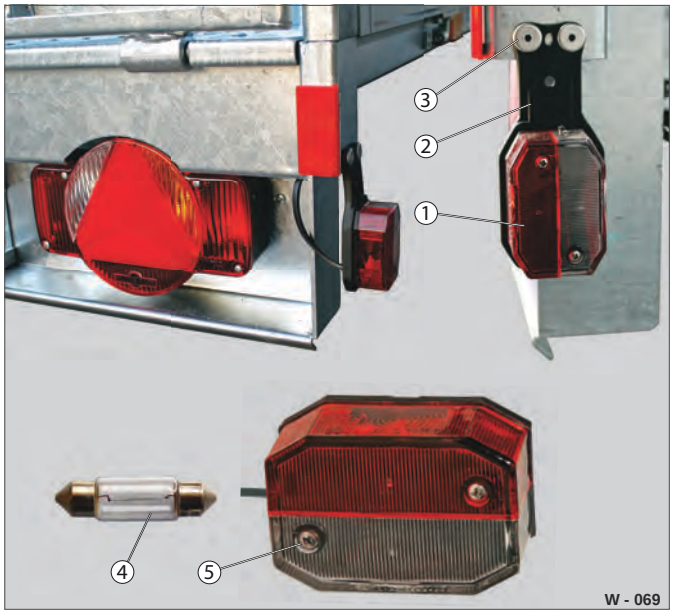

Fig. 71 Konturlygte / lampe på siden bagest
▶ Løsn skruerne (Fig. 71 /5) og fjern afdækningsglasset (Fig. 71 /1).
▶ Udskift pinolpæren (Fig. 71 /4).
▶ Fastgør afdækningsglasset på holdepladen (Fig. 71 /2) ved hjælp af skruerne - stram dem ikke for hårdt, og vær opmærksom på retningen.